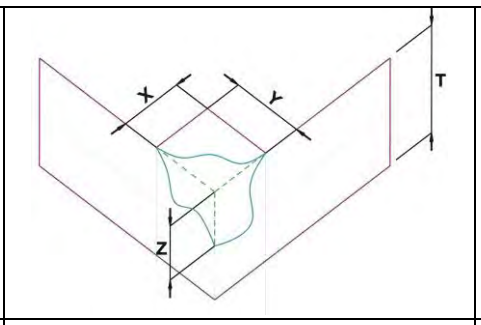

Figure 2.2
(2) corner chips : X ≦ 3 mm , Y ≦ 3 mm , Z ≦ T (Figure2.2)